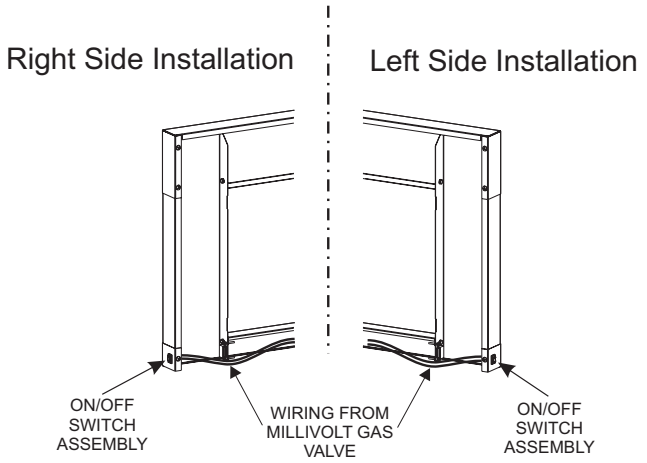

Figure 13
3. Run the low voltage alternate switch wires over to the right or left surround panel. Then secure the wires with wire clips provided. **See Figure 13.**
4. Remove the switch knockout on the side surround panel, then install the ON/OFF switch. **See Figure 13.**